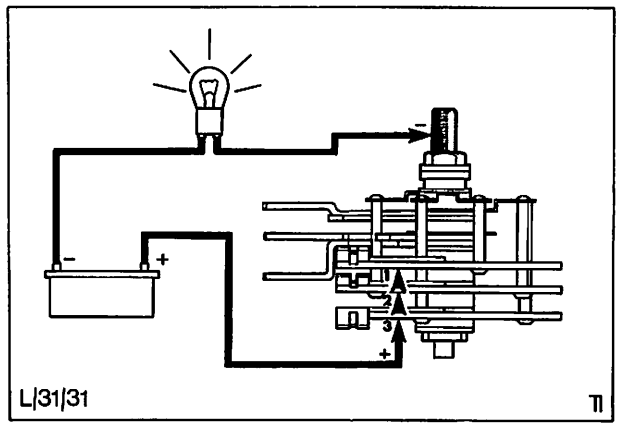

Abb. 53 Minus-Dioden prüfen (22ACR und 23ACR)
a) Minus-Prüfspitze des Prüfkreises an die Befestigungsklemme, Plus-Prüfspitze der Reihe nach an jeden Wärmeableiter anschließen. Funktioniert die Diode einwandfrei, leuchtet die Prüflampe auf, Abb. 53.